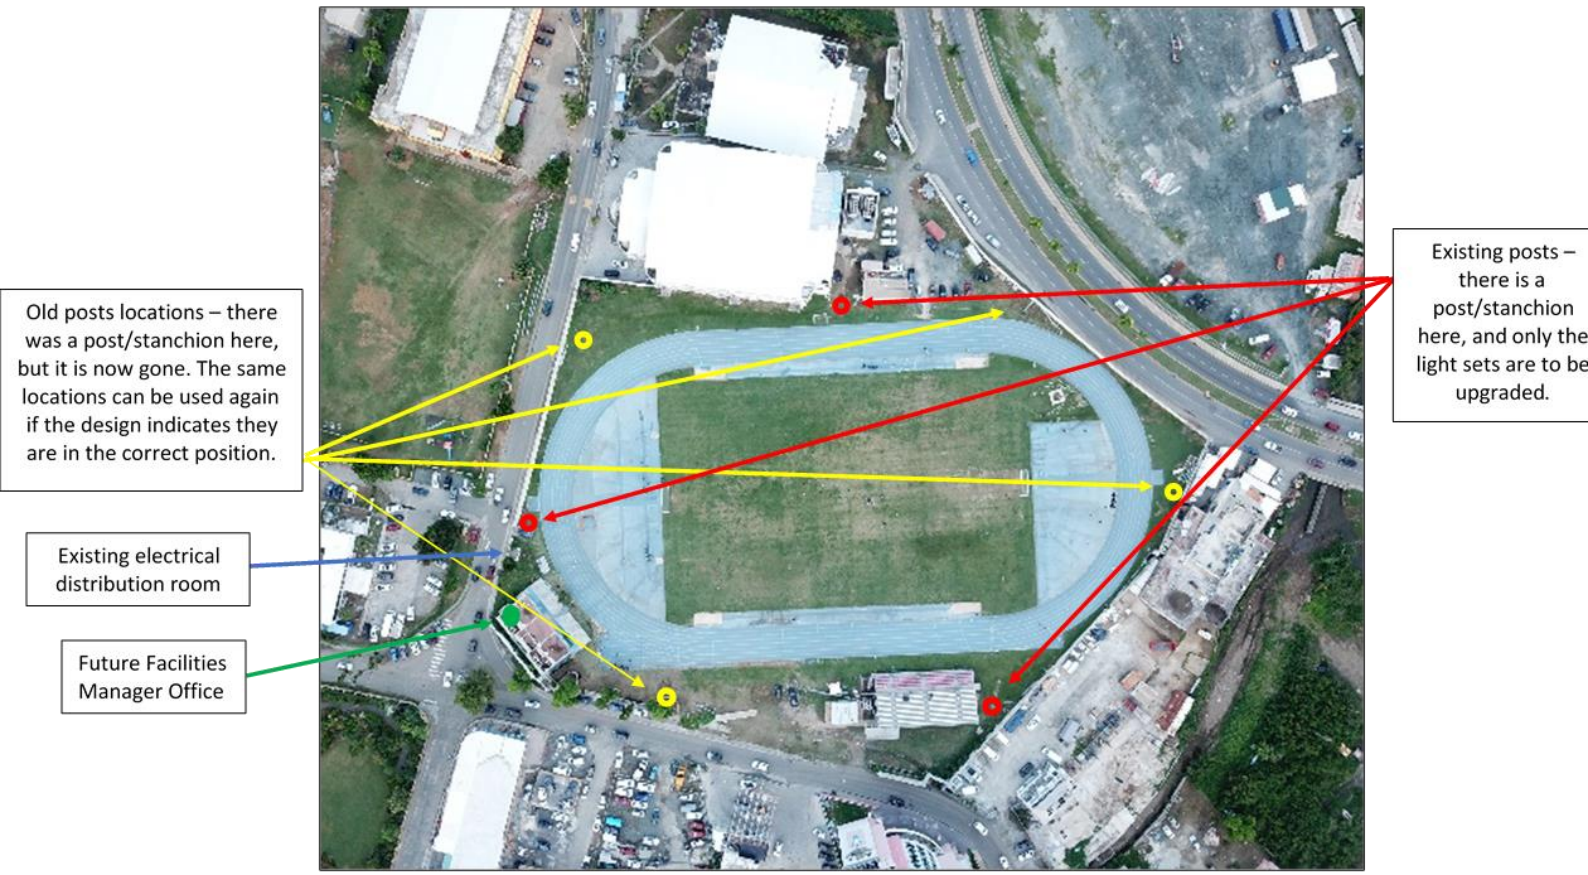

Figure 1 - A.O. Shirley Grounds, with existing and proposed position of lighting posts
The AO Shirley grounds is in Road Town, Tortola. Figure 1 below shows the facility, with the existing (in red) and suggested (in yellow) location for the lights. The green dot shows where the Facilities Manager office will be (this is the same location where the breaker panel will be installed).
There are 3 existing posts which are operational. In addition to these, at least 4 more are to be installed. The preliminary location of these is shown in Figure 1 but the exact location and quantities must be confirmed by
3.1.4 In accordance with the IAAF Manual, each set of lights must be configured such that 50% of the lights on each post can be turned off whilst the other 50% remain on. This is so that the entire system will have two modes (50% lit, with half the bulbs on, and 100% lit with all the bulbs on). This must be controllable from a Facilities Manager's office, the location of which is indicated on Figure 1.
3.3.2 All switches to control this will be located at the future Facility Manager's Office, which is to be inside the Pavilion as explained in Figure 1. A breaker panel and a control system need to be installed at this location.
3.3.3 The Contractor is responsible for installing the distribution system. There is a small structure next to the pavilion that is currently used for this function. This is highlighted in Figure 1.